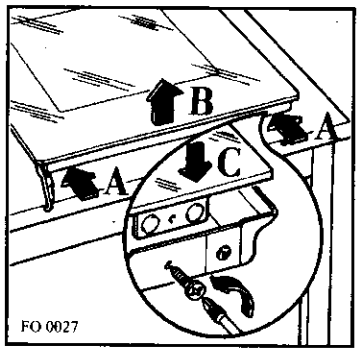

Fig. 7
e) retirez les vis et levez légèrement le verre (A Fig. 7);
f) dégagez la verre (emprisonné en partie haute) en le tirant (Fig. 7).